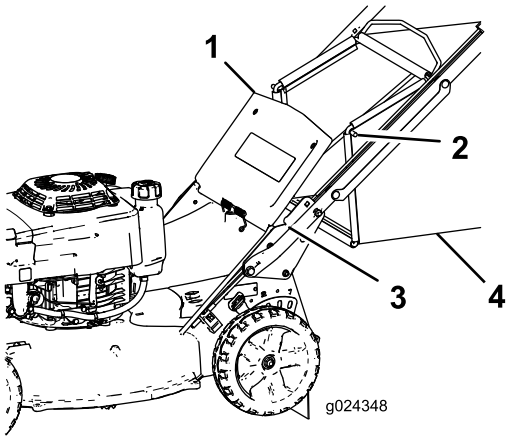

Figure 16
2. Soulevez le volet arrière et gardez-le dans cette position (Figure 16).
4. Placez les extrémités de la tige du bac dans les crans à la base du guidon et basculez le bac d'avant en arrière pour vous assurer que les extrémités de la tige sont bien engagées au fond des deux crans (Figure 16).
3. Enlevez la tige du bac à herbe des crans à la base du guidon (Figure 16).